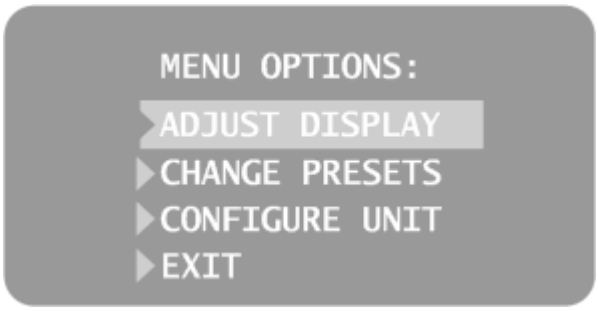
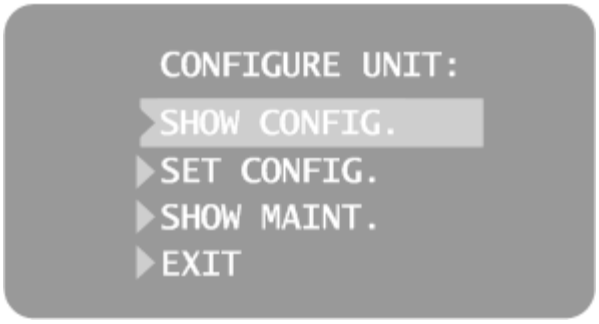

Figure 49
Figure 52
1. To enter system configuration mode, press the Tooth Selection and Patient Size Selection buttons on the Operator Panel simultaneously for 5 seconds. The display shows the Main System Configuration menu, as shown in *Figure 49*, and the Ready Indicator blinks.
1. From the Main System Configuration menu, *Figure 49*, select ADJUST DISPLAY. The Display Options menu shown in *Figure 50* will be displayed.
1. From the Main System Configuration menu, *Figure 49*, select CHANGE PRESETS. The the Preset Options menu shown in *Figure 51* will be displayed.
1. From the Main System Configuration menu, Figure 49, select CONFIGURE UNIT. The Configuration menu shown in *Figure 52* will be displayed.
Selecting SET CONFIG from the Configuration menu, *Figure 52*, displays the Set Configuration menu, *Figure 53*, with options to change the cone size. The Preva Dental X-ray System is preset for use with the standard supplied 8” [20 cm] Cone. The 12” [30 cm] Cone (30-A2033) is available. Using the longer Cone requires longer exposure times, which the Preva automatically selects when the Cone size is changed in the Set Configuration menu.
1. From the Main System Configuration menu, *Figure 49*, select CONFIGURE UNIT. The Configuration menu shown in *Figure 52* will be displayed.
4. Press the down arrow to highlight the DIAGNOSTIC MODE ON option, and press Enter. The Configure Unit menu, *Figure 52* will be displayed.
2. Press the down arrow to highlight the CONFIGURE UNIT option, and press Enter. This displays the Configure Unit menu, *Figure 52*.